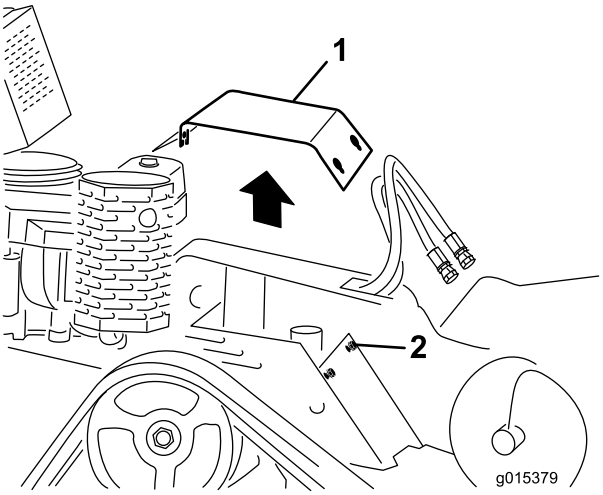

**Figur 25**
3. Lossa en i taget av de 3 skruvarna som fäster skyddsplåten på ramen tills plåten är lös (Figur 25).
2. Skjut skyddsplåten på plats och fäst den med de 3 bultar som du lossade tidigare (Figur 25).